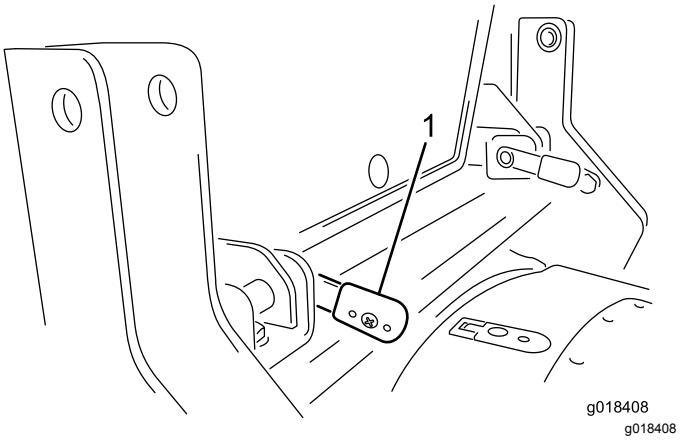

Figura 23
4. Quando le leve sono completamente inserite, ruotatele all'indietro per bloccarle in posizione (Figura 23).